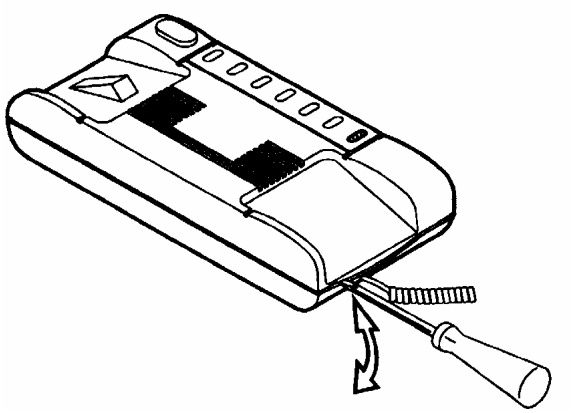

rys. 5
1) Rozłożyć obudowę unifonu zwalniając plastikowe zatrzaski przy użyciu ostrza wkrętaka (**rys. 5**).